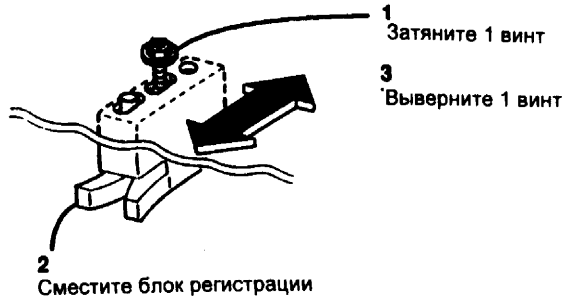

Рис. 2 Регулировка блока регистрации
6. (Рис. 2) При необходимости отрегулируйте положение блока регистрации.